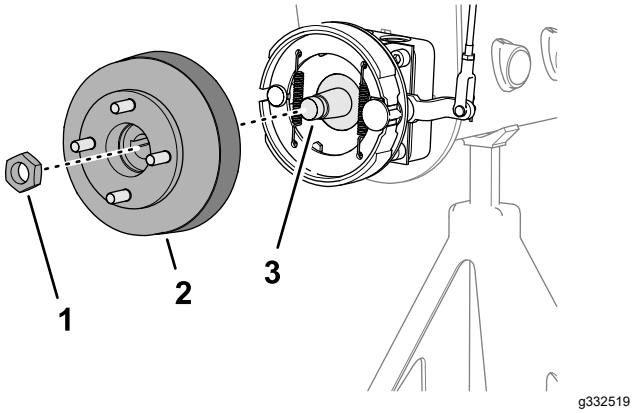
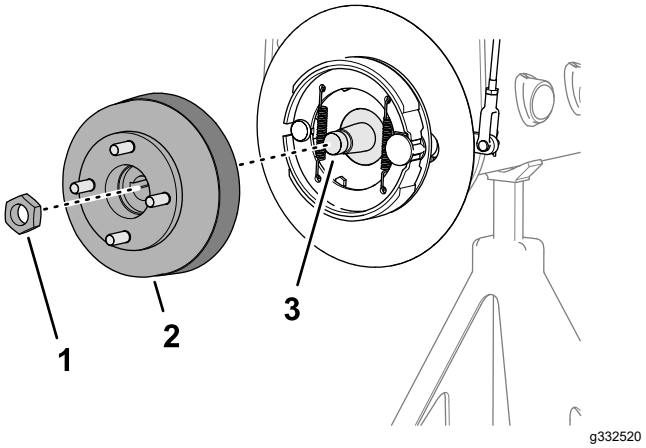

Figur 65
Figur 66
1. Ta bort låsmuttern som fäster navet på hjulmotoraxeln (Figur 65 eller Figur 66).
4. Använd den angivna hjulnavsavdragaren för att ta bort hjulnavet och bromstrumman från hjulmotoraxeln (Figur 65 eller Figur 66).